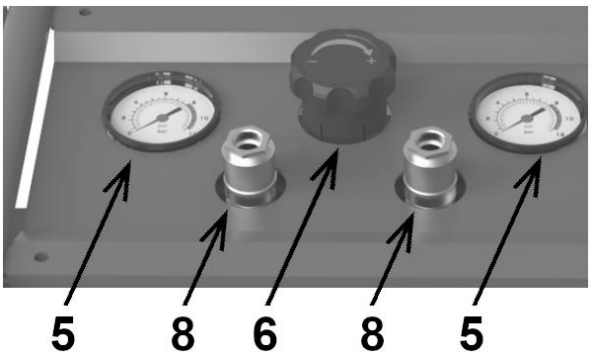

Rys. 4
- Obrócić pokrętło regulacji ciśnienia **6 (Rys. 4)** w kierunku przeciwnym do ruchu wskazówek zegara. Regulator ciśnienia zatrzyma kompresor, kiedy zostanie osiągnięta maksymalna wartość ustawionego ciśnienia. Kompresor wyłączy się.
- Obrócić pokrętło regulatora **6 (Rys. 4)** zgodnie z ruchem wskazówek zegara, aby usunąć powietrze. Kompresor uruchomi się ponownie przy ustawionym ciśnieniu. Obrócić pokrętło regulatora w kierunku przeciwnym do ruchu wskazówek zegara, aby odciąć dopływ powietrza i ustawić przełącznik w pozycji wyłączonej.
- Wcisnąć końcówkę węża ciśnieniowego do szybkozłącza **8 (Rys. 4)**. Włączyć regulator. W pozycji „ON" kompresor pompuje powietrze do zbiornika. Wyłącza się automatycznie, gdy urządzenie maksymalnie ustawione ciśnienie. W pozycji „OFF" przełącznik ciśnieniowy nie działa. Należy upewnić się, że przełącznik jest w pozycji „OFF" podczas podłączania lub odłączania przewodu zasilającego z gniazdka elektrycznego.
Obsługa kompresora nie powinna sprawić trudności nawet mniej doświadczonemu majsterkowiczowi. Jedyna regulacja, która może być potrzebna, to regulacja ciśnienia roboczego, którą dokonuje się za pomocą pokrętła **6 (Rys. 4)**. Obrót pokrętłem w kierunku przeciwnym do ruchu wskazówek zegara powoduje zmniejszenie ciśnienia na wyjściu **8 (Rys. 4)**, natomiast pokręcenie pokrętłem w kierunku zgodnym z ruchem wskazówek zegara powoduje wzrost ustawianego ciśnienia.
Gdy kompresor osiągnie maksymalne ciśnienie, przekręcić regulator ciśnienia **6 (Rys. 4)** tak, aby manometr **5 (Rys. 4)** wskazał wymagane ciśnienie robocze w zbiorniku.